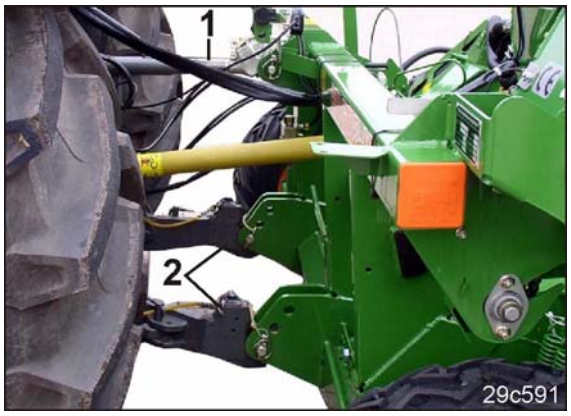

Fig. 68
9. Traktor-Oberlenker (Fig. 68/1) anschließen.